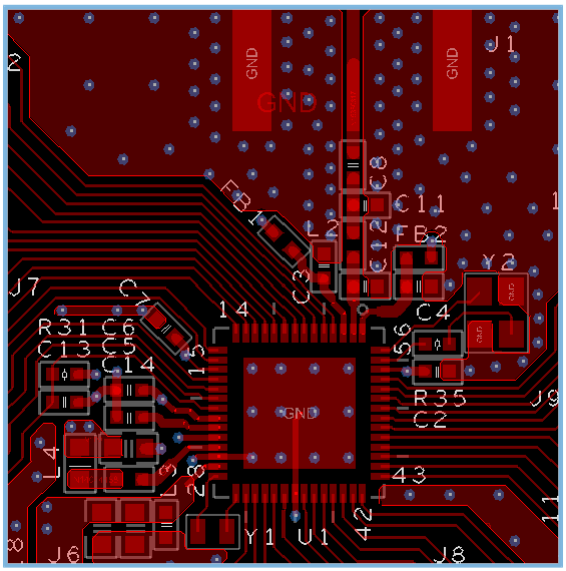

Figure 4-10 Top layer design for 2-layer PCB
1. Try to place components and routing on the top layer only (as shown in Figure 4-10, the top layer is used for component layout and routing of key signals such as RF), so that the bottom layer can be as complete as possible.